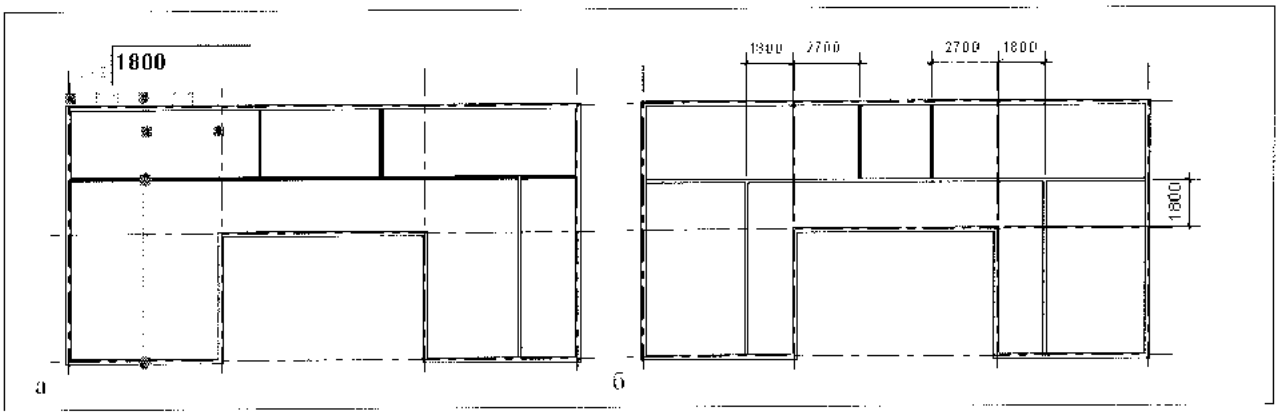

Рис. 1.17. *Построение перегородок*
6. Построить пять перегородок (рис. 1.17). Вначале установить их «на глаз», без точного задания взаимного расположения. Затем скорректировать временные размеры для перегородок, переместив их выносные линии на середину перегородок и уточнить по ним положение перегородок.